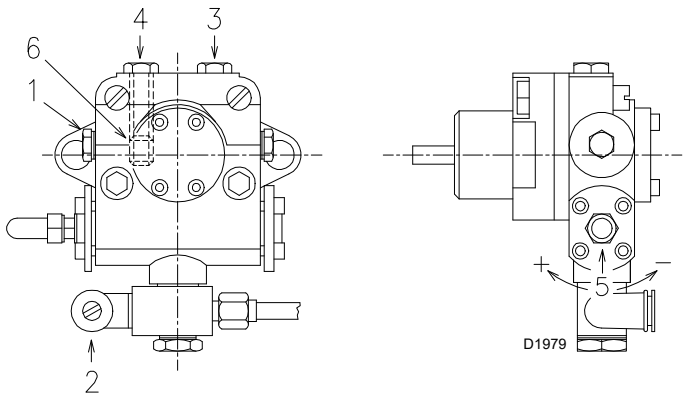

**Abb. 31**
Damit sich die Pumpe selbst einschalten kann, muss die Schraube 3)(Abb. 31) an der Pumpe gelockert werden, damit der Ansaugschlauch entlüftet wird.
- ➤ Den Brennstoff durch Positionieren des Wahlschalters (Abb. 31) auf “OIL” auswählen.
- ➤ Die Pumpe ist eingeschaltet, wenn aus der Schraube 3)(Abb. 31) Heizöl heraustritt.